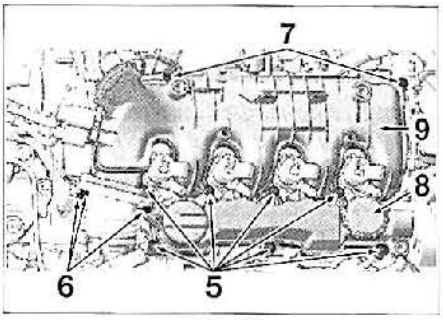

FIG. 47
- los tornillos (5) **(fig. 47).**
- los tres tornillos (6).
- los tornillos (7).
- la tapa de válvulas (8).
- el colector de admisión (9).